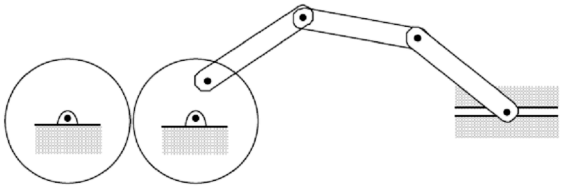

Figure 2
2) How many degrees of freedom does the following mechanism (Figure 2) have? The circles represent gears in mesh. **04**